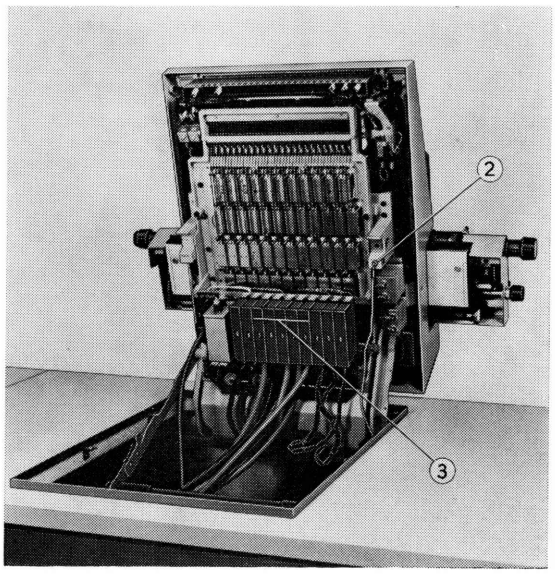

Abb. 19.
4. Schreibwerk bis zur Einrastung hochklappen (Abb. 19)
5. Masseschraubverbindung (2) am Schreibwerkgrundrahmen lösen
6. Externe Steckverbindungen (3) abziehen